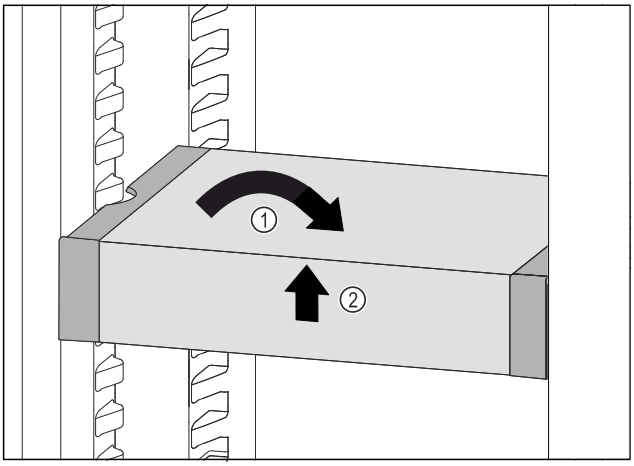

Fig. 168
▶ Poziționați drept VarioSafe. *Fig. 168 (1)*
▶ Ridicați în față VarioSafe. *Fig. 168 (2)*